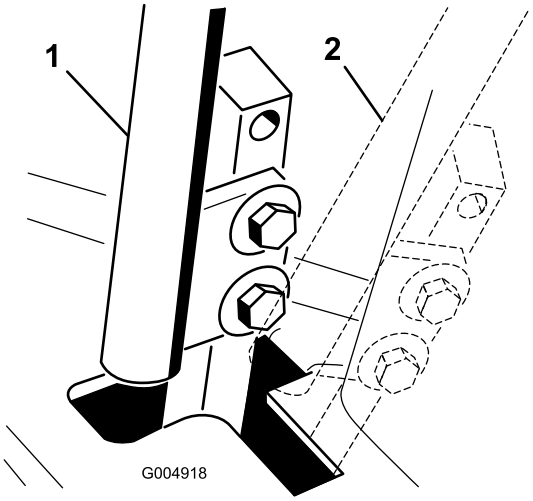

**Figur 57**
4. Flytta spaken till neutralläget, men **lås inte fast den** (Figur 57).
6. Kontrollera var rörelsereglaget står i relation till spåret i konsolen (Figur 57).